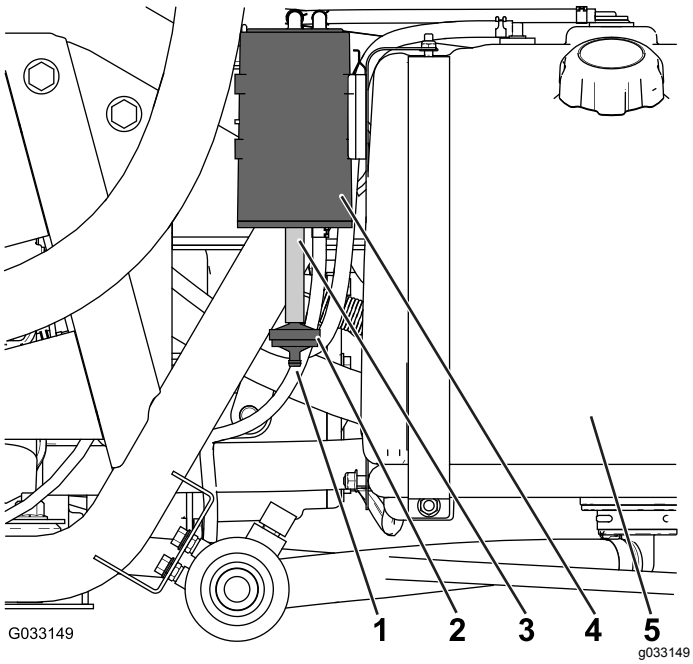

**Figuur 42**
Inspecteer de opening onderaan het luchtfilter voor de koolstofhouder en zorg ervoor dat deze vrij is van vuil en verstopping (Figuur 42).
1. Verwijder de geribde aansluiting van het koolstofhouderfilter van de slang onderaan de koolstofhouder. Verwijder het filter (Figuur 42).